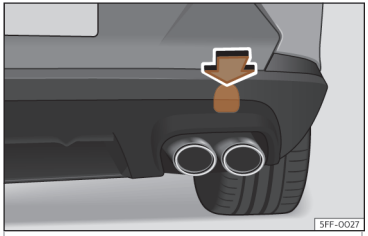

Fig. 45 En el lado derecho del paragolpes trasero: retirar la tapa.
El alojamiento de la argolla de remolque enroscable se encuentra en el lado derecho del paragolpes trasero detrás de una tapa ››› fig. 45.
- Presione sobre la zona superior de la tapa ››› fig. 45 para desencastrarla.